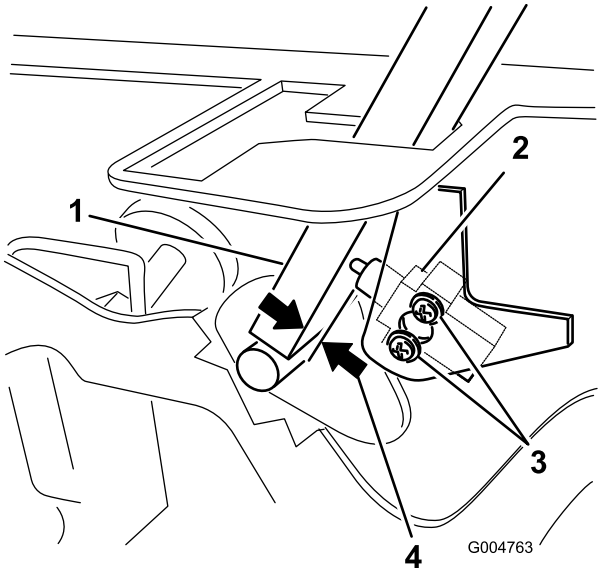

Figura 51
3. Afloje los 2 tornillos que fijan el interruptor de seguridad (Figura 51).
4. Sujetando la palanca de control contra el bastidor, mueva el interruptor hacia la palanca hasta que la distancia entre la palanca y el cuerpo del interruptor sea de 0,4 a 1 mm, tal y como se muestra en la Figura 51.